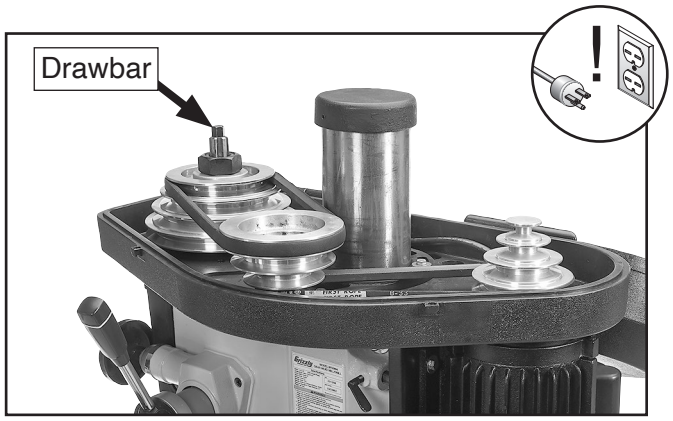

Figure 40. Drawbar inserted through top of spindle.
3. Open V-belt cover, and insert drawbar through top of spindle (see **Figure 40**).